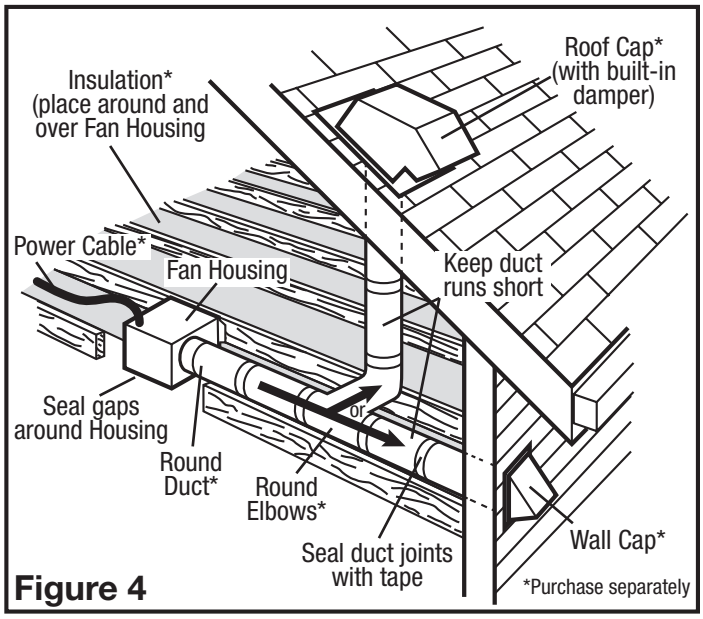

Figure 4
2. Ensure duct joints and exterior penetrations are sealed with caulk or other similar material to create an air-tight path to minimize building heat loss or gain and to reduce the potential for condensation. Place/wrap insulation around duct and/or fan in order to minimize possible condensation buildup within the duct, as well as building heat loss or gain **(Figure 4).**